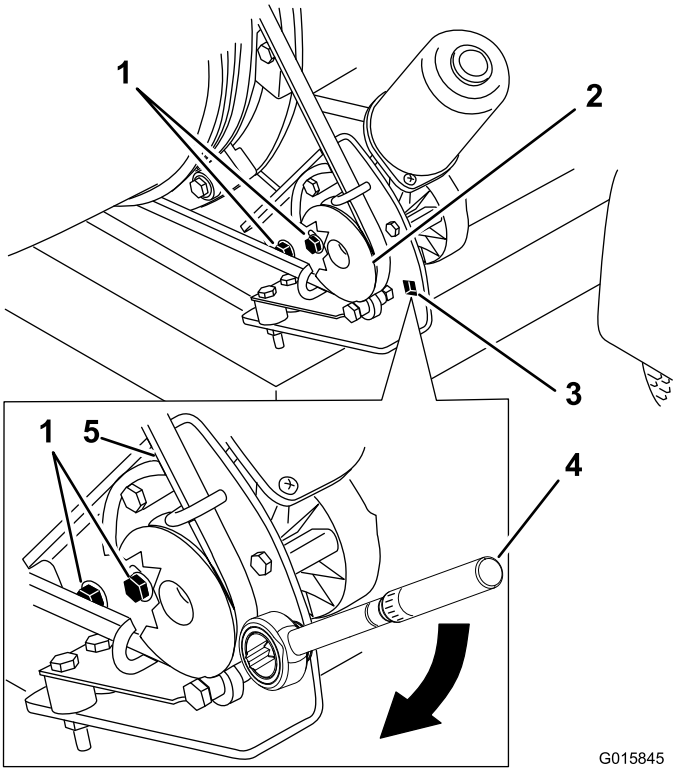

Figur 33
1. Lossa de skruvar som håller fast remskivans monteringsfäste på lövblåsens ram (Figur 33).
2. Placera en skiftnyckel i remskivans monteringsfäste (Figur 33).
3. Sväng remskivans monteringsfäste bort från munstycket tills skiftnyckeln står på 22,6–26,0 Nm (Figur 33).